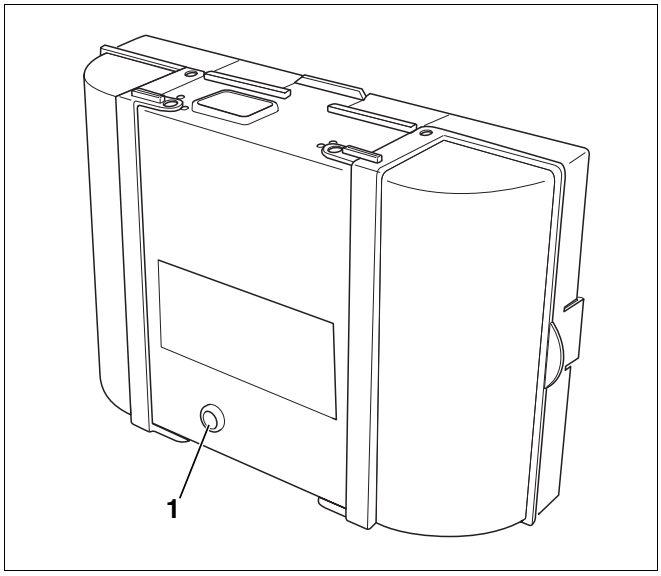

Afb. 11 Storingen aan de branderautomaat wissen
- Druk de resettoets (afb. 11, **pos. 1**) in om de fout te wissen.